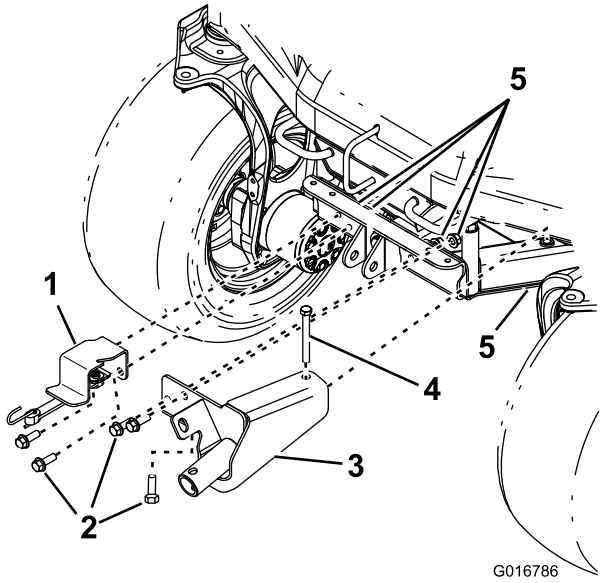

Figur 5
2. Fäst domkraftsstödfästet på maskinens ram med två sexkantsflänsskruvar och två låsmuttrar (Figur 5).
3. Montera domkraftsfästet på maskinens ram med tre sexkantsflänsskruvar (1/2 x 1-1/2 tum), en sexkantsskruv (1/2 x 4-1/2 tum) och fyra låsmuttrar (Figur 5).